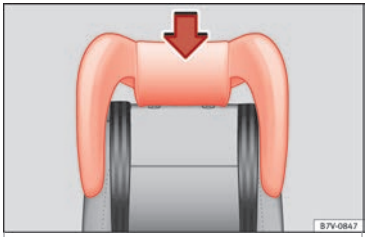

Fig. 95 Integrated child seats. install its head support.
- Enter the child seat head support in the corresponding backrest until it fits correctly into place ››› Fig. 95.